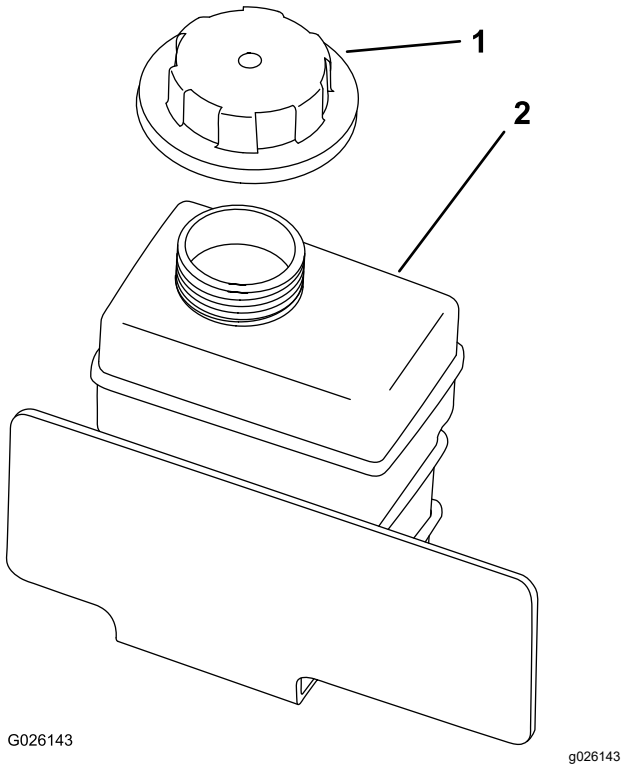

Figuur 52
4. Controleer het koelvloeistofpeil in de reservetank (Figuur 52).